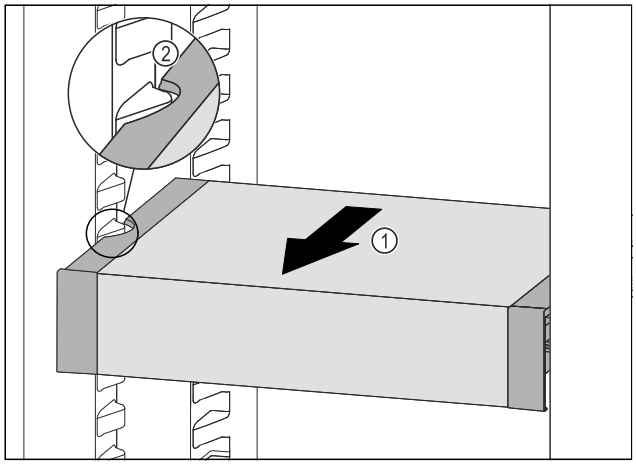

Fig. 214
▶ Trageți în față VarioSafe *Fig. 214 (1)*, până când degajările laterale ale VarioSafe se află la înălțimea nervurii recipientului din frigider. *Fig. 214 (2)*